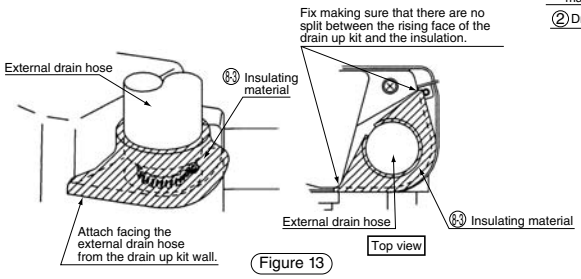

Figure 13
(3) Put the attached insulating material ⑧-③ to the external drain hose connector, as shown in (Figure 13).